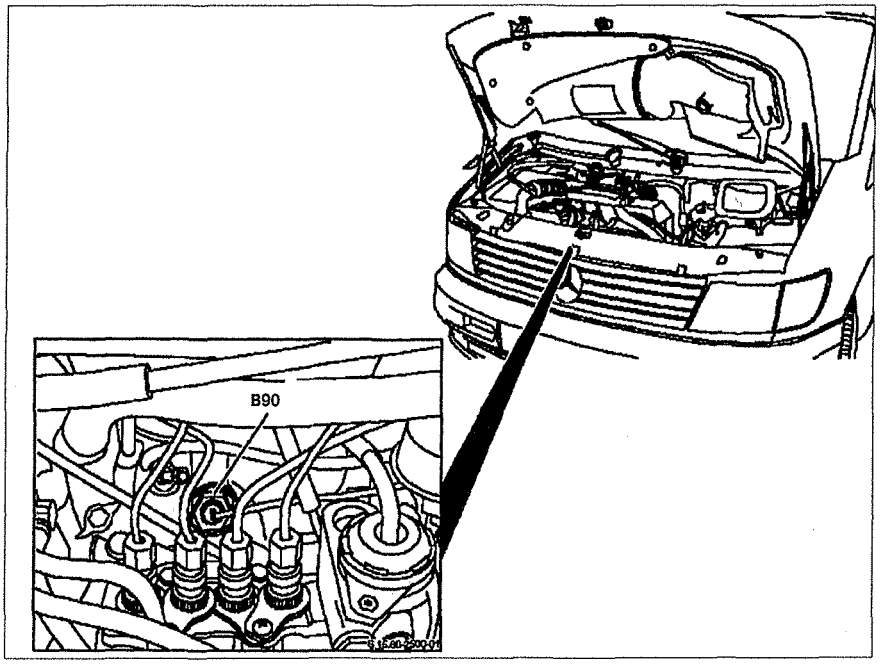

Рис. 4.56. Датчик температуры электронной системы управления впрыском топлива B90.
2. Отсоедините разъем проводки от датчика температуры **B90** (см.рис.4.56).